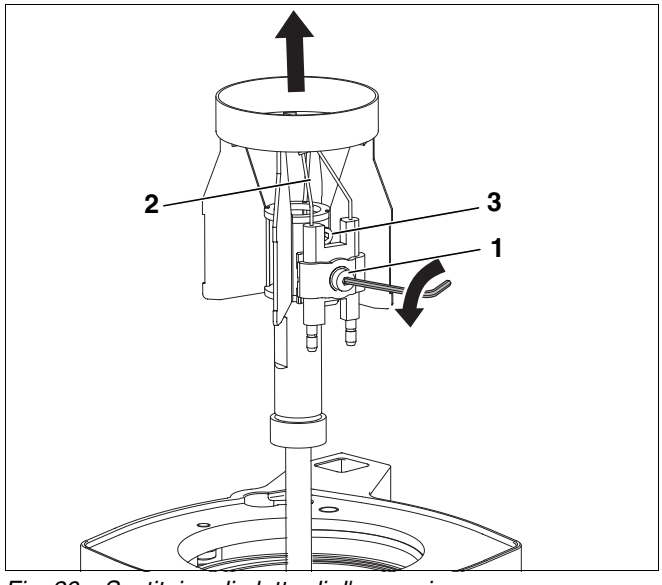
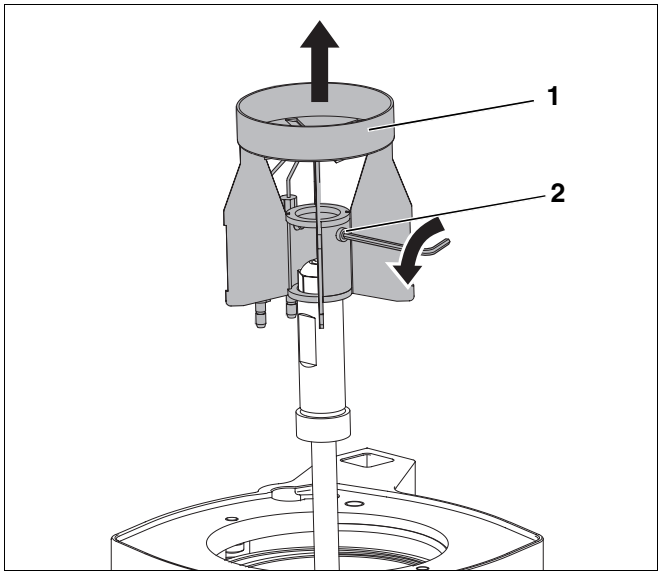
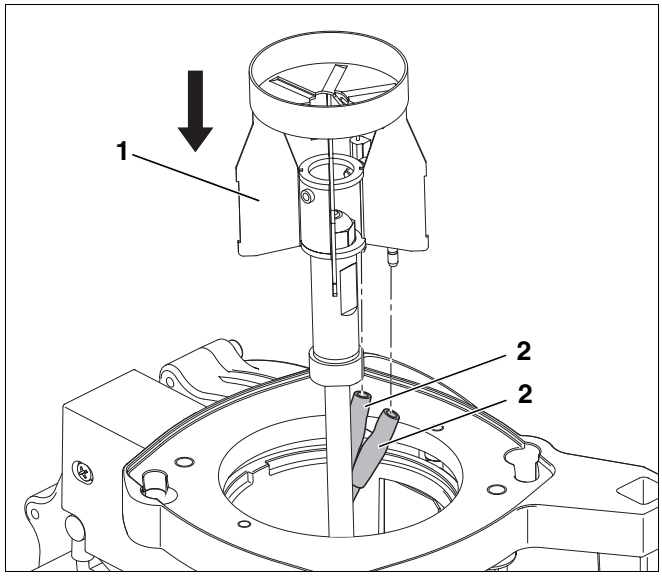

Fig. 26 Sostituire gli elettrodi d'accensione
Fig. 27 Smontare il deflettore
Fig. 29 Montaggio del deflettore
Gli elettrodi di accensione (fig. 26, **pos. 2**) non devono presentare depositi.
- Svitare la vite (fig. 26, **pos. 1**) fra gli elettrodi d'accensione.
- Staccare le linee d'accensione (fig. 29, **pos. 2**, pagina 31).
- Rimuovere gli elettrodi di accensione (fig. 26, **pos. 2**).
- Allentare il prigioniero (fig. 27, **pos. 2**) e smontare il deflettore (fig. 27, **pos. 1**).
- Rimuovere il deflettore (fig. 27, **pos. 1**) tirando verso l'alto.
- Inserire nuovamente il deflettore (fig. 29, **pos. 1**), fissandolo con i prigionieri (fig. 27, **pos. 2**, pagina 30 e fig. 26, **pos. 3**, pagina 29).
- Fissare correttamente le linee d'accensione (fig. 29, **pos. 2**).